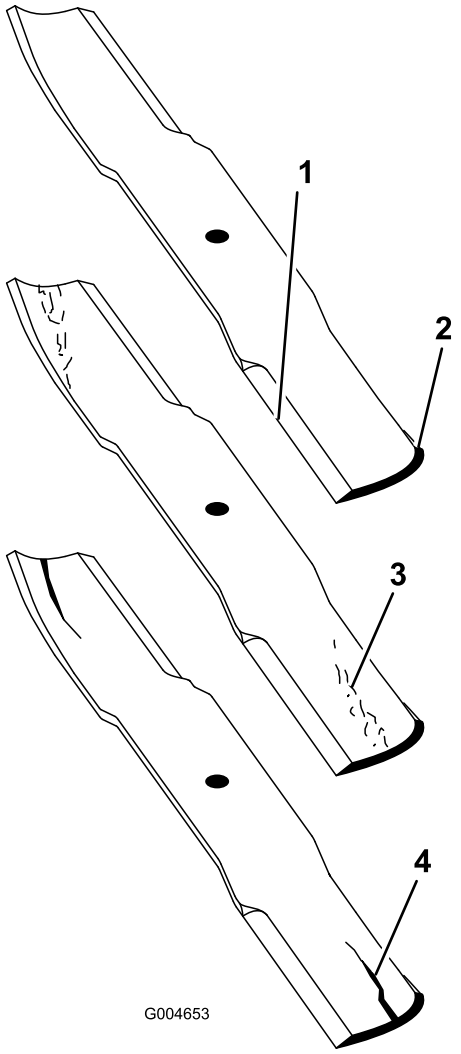

Figur 84
2. Undersök knivseggarna noggrant, i synnerhet där knivens flata och böjda del möts (Figur 84). Kontrollera kniven innan du använder maskinen eftersom sand och slipande material kan slita bort metallen mellan knivens flata och böjda delar. Byt ut kniven om den är sliten (Figur 84).